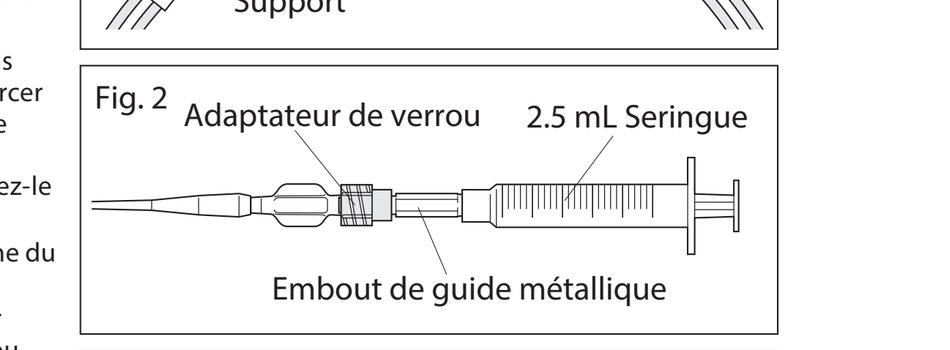

Fig. 1
2. Remplissez le support avec une solution saline héparinée à travers l'embout du support à l'aide d'une seringue, pour humidifier complètement la surface du cathéter (Fig. 1).